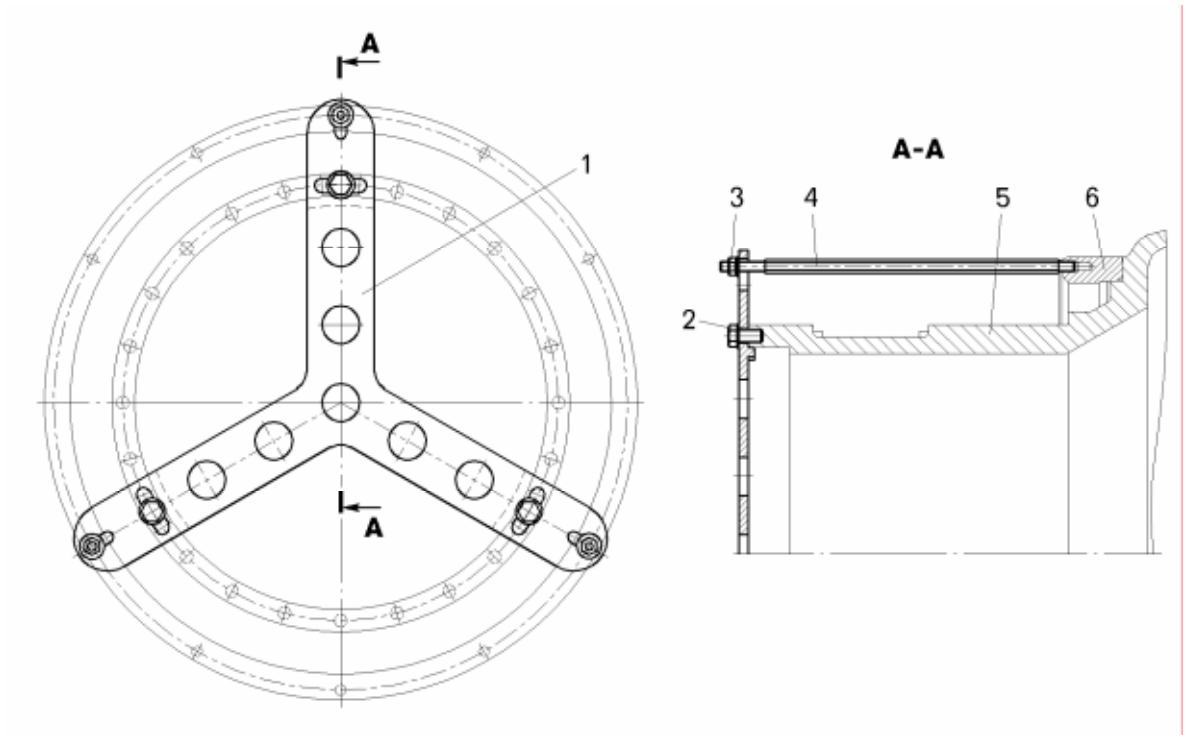

Рисунок 7.11 – Съемник для съема кольца подманжетного:
– вывернуть болты 45, отсоединить от корпуса и снять кольцо подманжетное 2 приспособлением (рисунок 7.11). Съем кольца 6 производится после закрепления крестовины 1 на ступице 5 болтами 2 поочередным поворотом гаек 3.